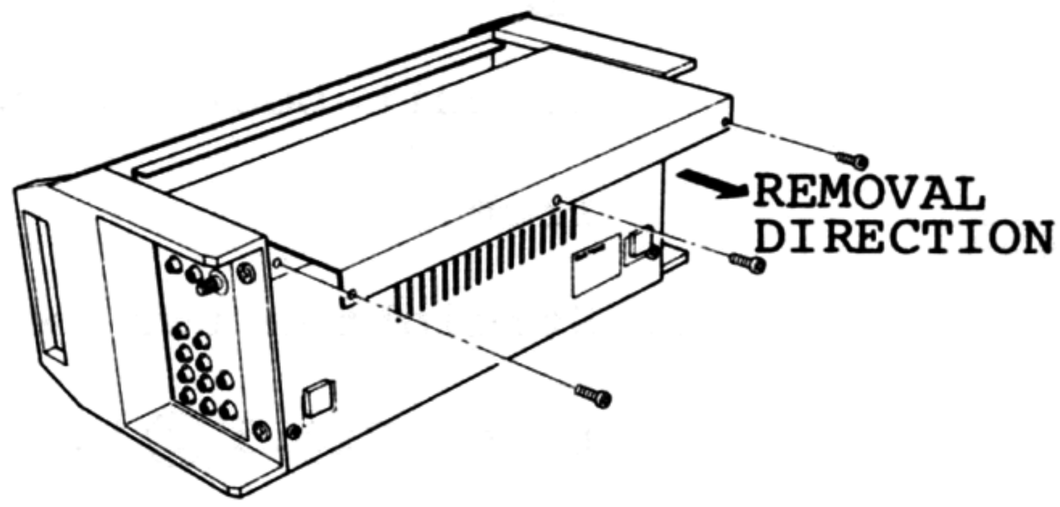

Fig.1
1) Remove three screws as shown in Fig.1.